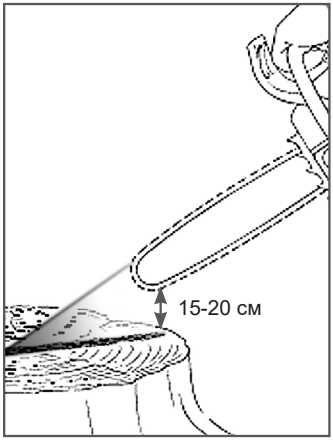

Рис. 9 Проверка подачи масла
2. Нажмите на рычаг газа и дайте двигателю поработать примерно 10-15 секунд на средних оборотах. Под шиной должен остаться четкий след от масла (Рис. 9).